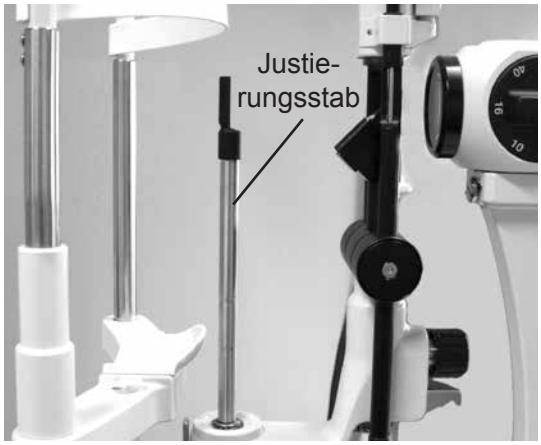

Abbildung IN-1 Justierungsstab anbringen
2. Den Justierstab in die drehbare Säule des Gerätekörpers einschieben, um grobe PD- und Schärfeeinstellungen vorzunehmen. Siehe Abbildung IN-1.